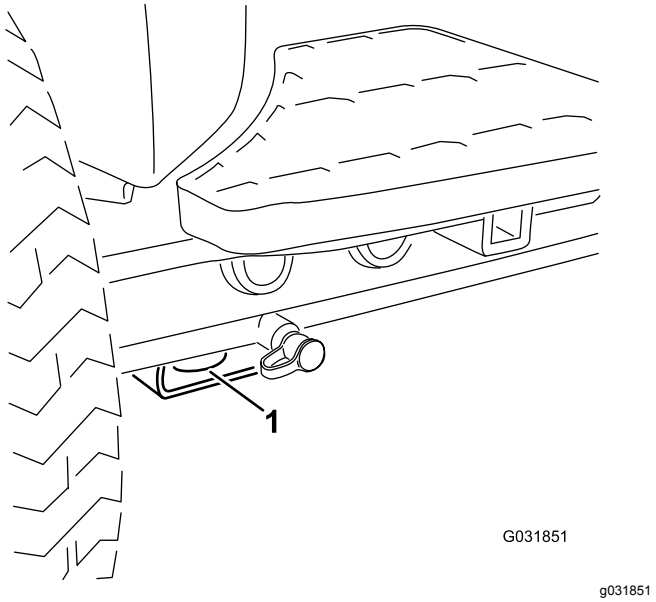

Figur 34
- Fram – hål i det fyrkantiga belägget under axelröret inuti båda framdäcken (Figur 34)